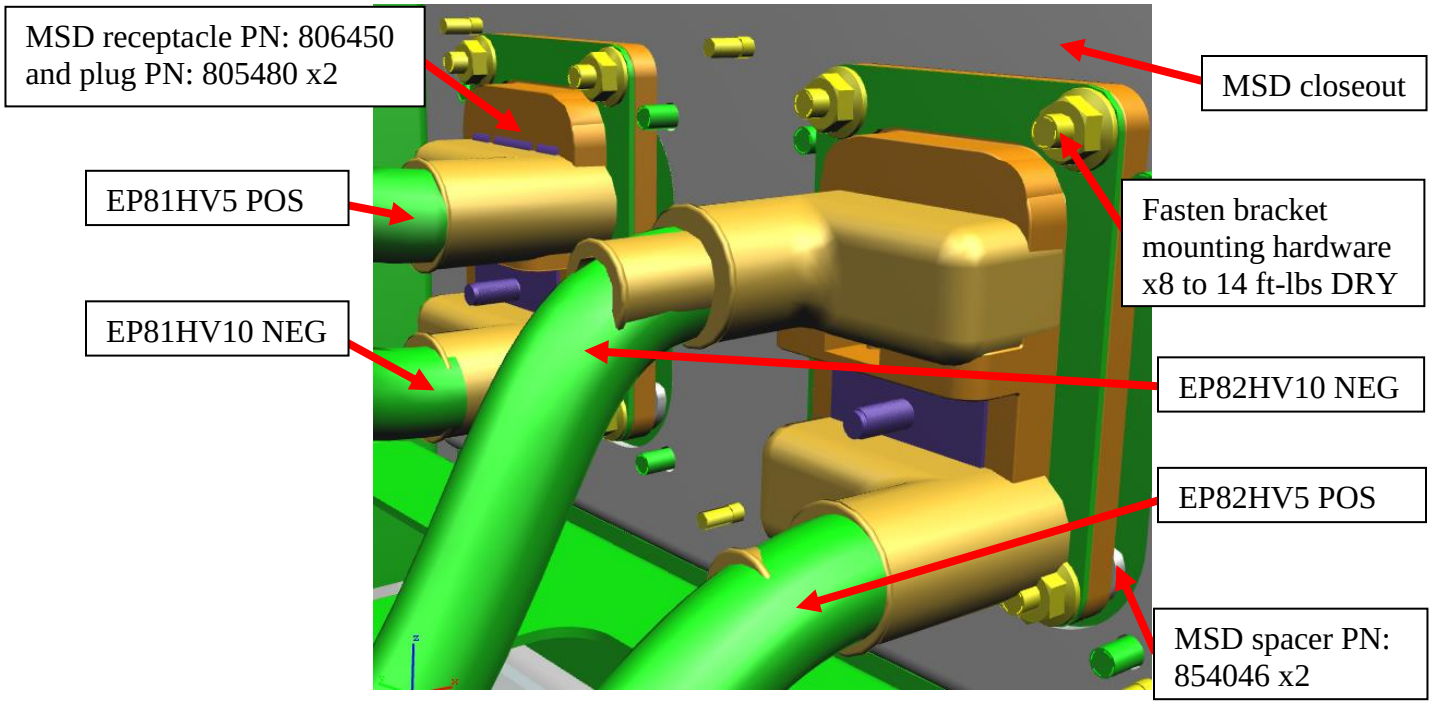

Figure 17: Backside of new MSDs mounted to MSD closeout
3.4.3 Using bolts PN: (822309) x8, washers PN: (260173) x8, nuts PN: (75NM06000) x8 and spacer PN: (854046) x2, assemble MSD receptacles PN: (806450) x2 and plugs PN: (805480) x2 onto bracket PN: (853975). Torque all MSD mounting hardware bolts x8 to 14 ft-lbs (DRY). See figure 17.
3.4.4 Feed HV cables through MSD closeout and fasten to new MSD receptacle PN: (806450) x2 studs with nuts x4 kept from step 3.2, torque nuts to 80 in-lbs (DRY). See figure 17.